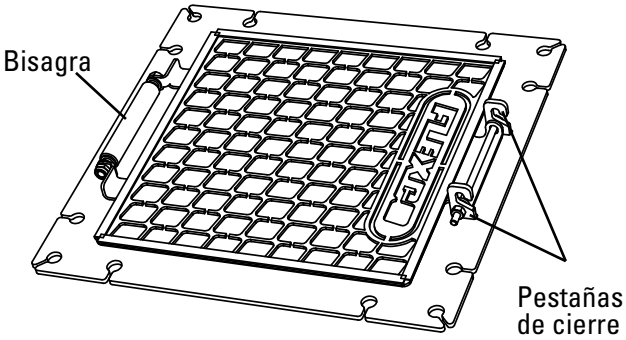

Fig. 4
7. Si la puerta de inspección incluye filtro, asegúrese de que esté atornillado a las pestañas de la bisagra y de cierre (Fig. 4)